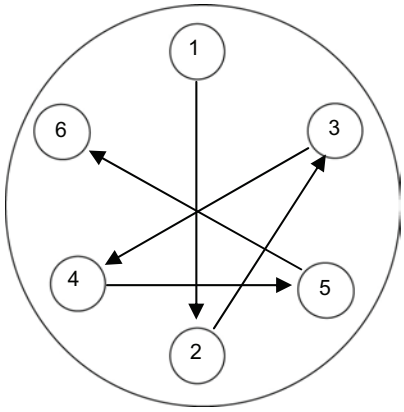

Figure 10. Second Stage Valve Head Cap Screw Torque Sequence.
e. Apply corrosion preventive compound to the six socket head cap screws and secure the valve head and piston cylinder in place. Torque the cap screws to 206 in.-lbs in the sequence shown in Figure 10.